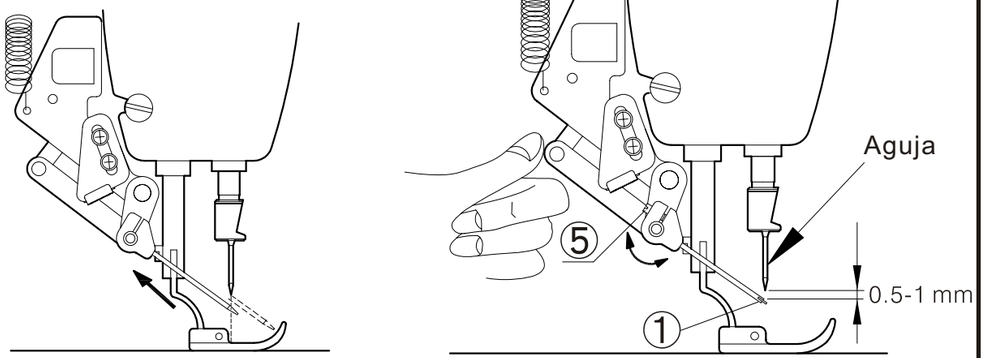

Fig. 22
(1) Afloje el tornillo fijo 5.
(2) Ajuste la posición del limpiador de hilo 1 para que exista una distancia entre este y la punta de la aguja de unos 0.5-0.6 mm.
(3) Si el espacio es mayor a 1mm, es dificultoso y no viable enganchar el hilo. Si el espacio es menor a 0.5mm, limpiador de hilo 1 se chocara con la punta de la aguja.(Fig. 22)